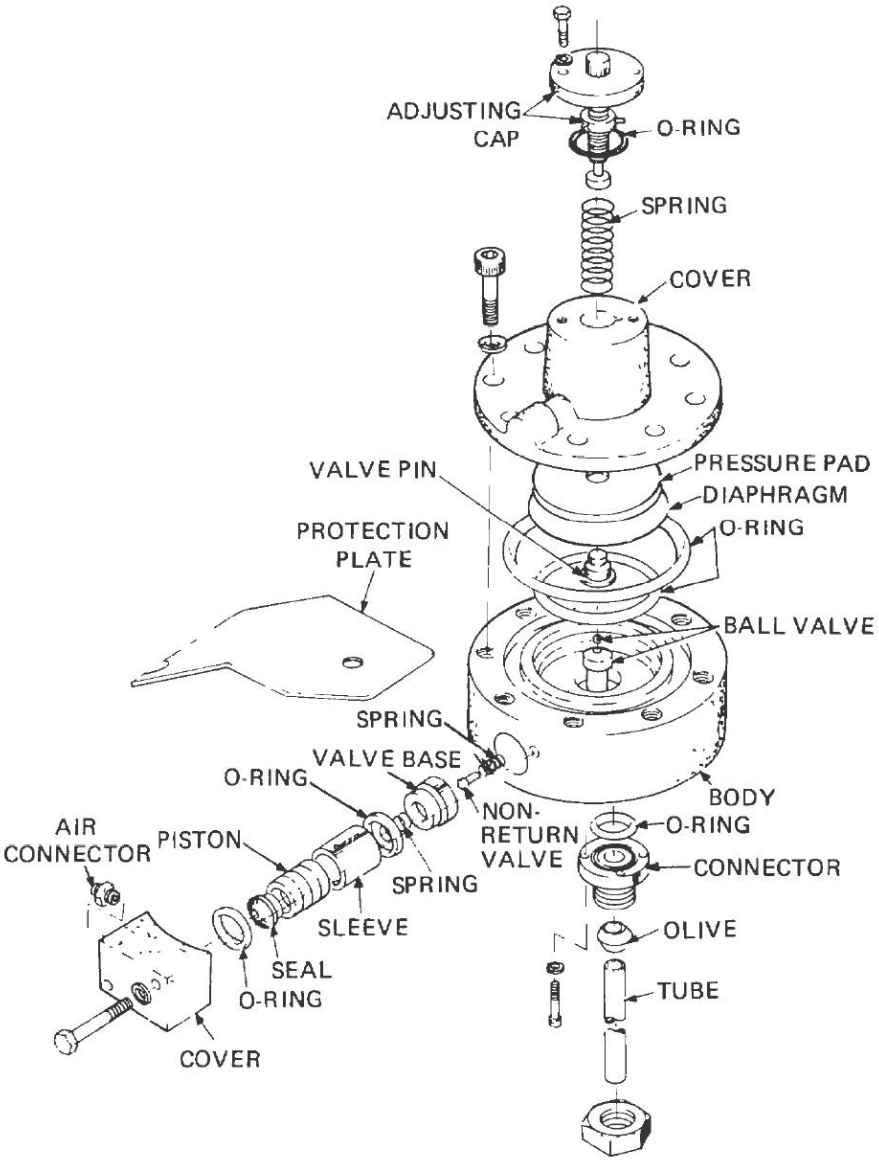

Figure 34 Level Sensor – Exploded View
c. Remove the spring, pressure pad, diaphragm, valve pin and O rings from the top of the sensor body (Figure 34) and discard the O rings and the diaphragm.